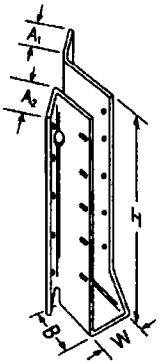

FIGURE 8—SUR/L SERIES HANGER (see Table 8)
1. Refer to Figure 8 (this page) for definitions of hanger nomenclature (W, H, B). These hangers have a 45° skew.